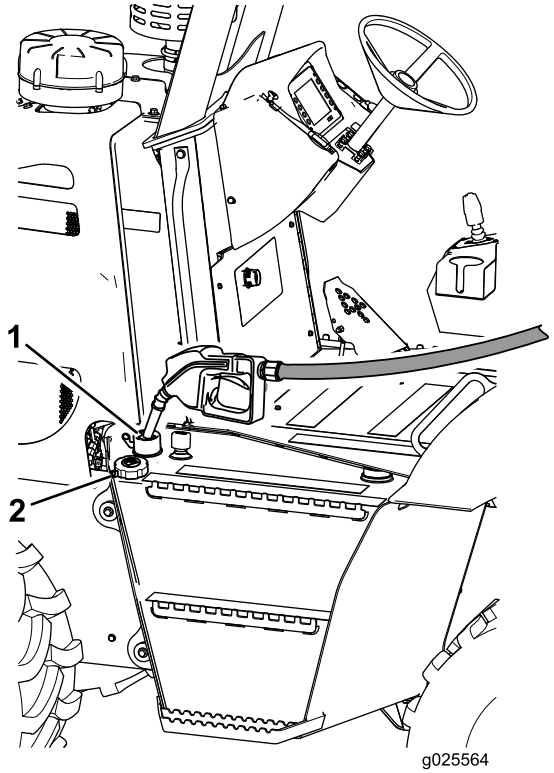

Figura 20
1. Limpe a área ao redor da tampa do tanque de combustível (Figura 20), e retire a tampa do tanque.